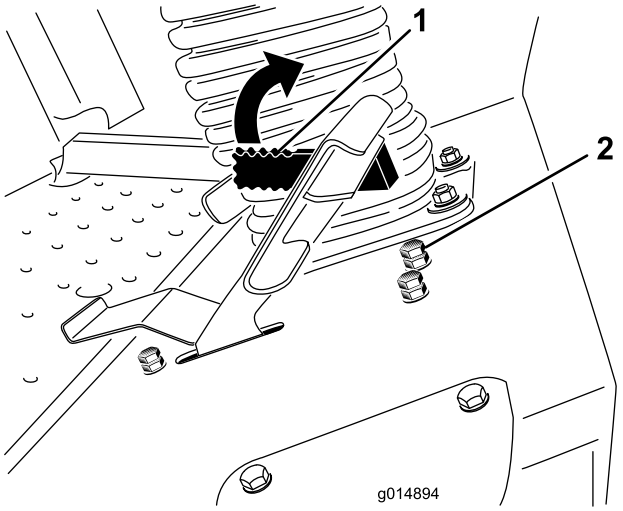

Figur 61
Armen til klippehastighedsbegrænseren (Figur 61) kan vippes frem for at begrænse traktionshastigheden under drift.
3. Løsn kontramøtrikken på stopbolten til klippehastighedsbegrænseren (Figur 61).